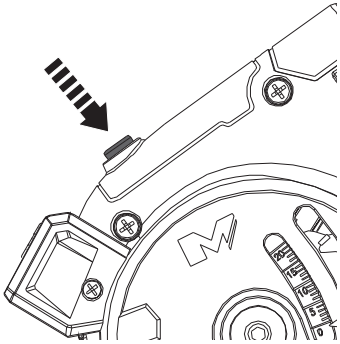

Fig. 9
> Encienda el láser presionando el interruptor de encendido/apagado del láser (13) (Fig. 9)